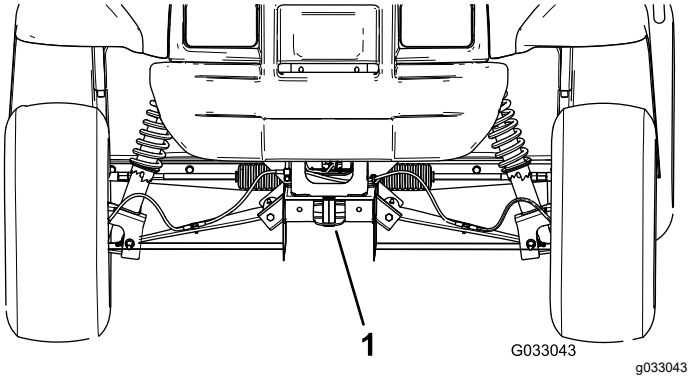

Figur 20
- Lyftpunkten framtill på maskinen sitter på ramens framsida under dragöglan (Figur 20).